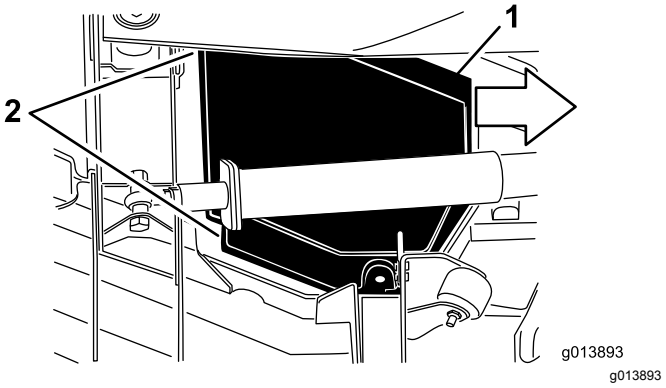

Figur 67
5. Mens du løfter dekselet, skyv det mot trekkenheten omtrent 2,5 cm for å løsne den ytre dekselkanten fra klippeenheten (Figur 67).